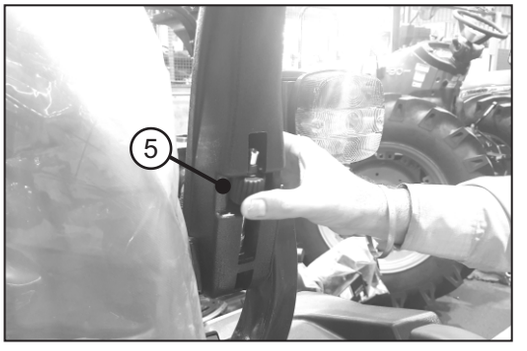

Рис. 3.9d
- Вращайте ручку (5, рис. 3.9d) по часовой стрелке, чтобы увеличить наклон подлокотника.
- Вращайте ручку (5, рис. 3.9d) против часовой стрелке, чтобы уменьшить наклон подлокотника.